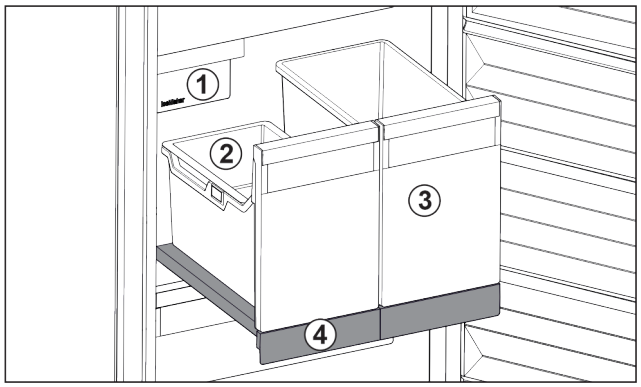

Fig. 22 Auszugsbord mit IceTower
(1) IceMaker
(2) Einhängeschale für Eiswürfel
(3) Behälter für z. B. Pizza, alkoholische Getränke
(4) Auszugsbord
Auf dem Auszugsbord sind zwei hohe Behälter (IceTower). Im Behälter *Fig. 22 (2)* werden Eiswürfel aus dem IceMaker gesammelt und gelagert. Behälter *Fig. 22 (3)* eignet sich für die Lagerung von hohen Lebensmitteln wie Pizzen oder alkoholischen Getränken.